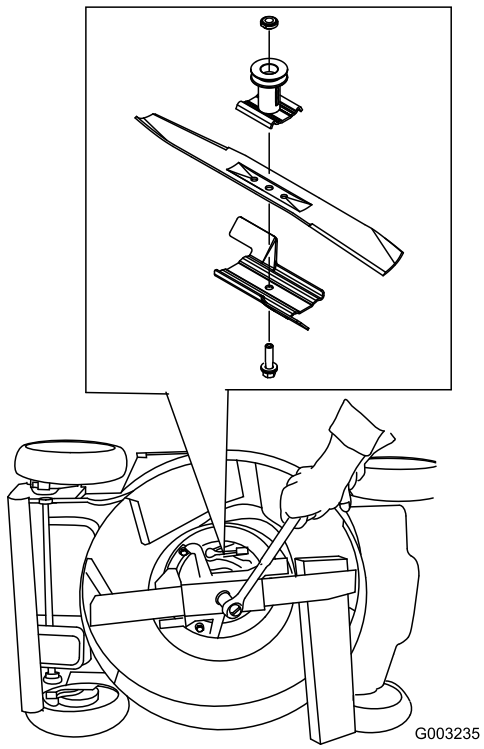

Figur 43
3. Använd en träkloss för att hålla bladet stadigt (Figur 43).